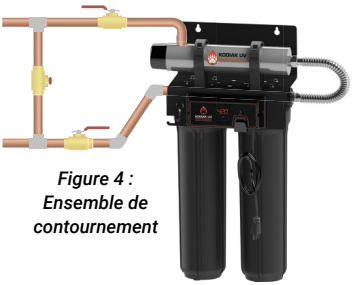

Figure 4 : Ensemble de contournement
Étape 2 : Il est recommandé d'utiliser un système de dérivation car cela permettra d'isoler le chambre UV. Cela permettra d'accéder plus facilement au système pour l'entretien (voir figure 4)